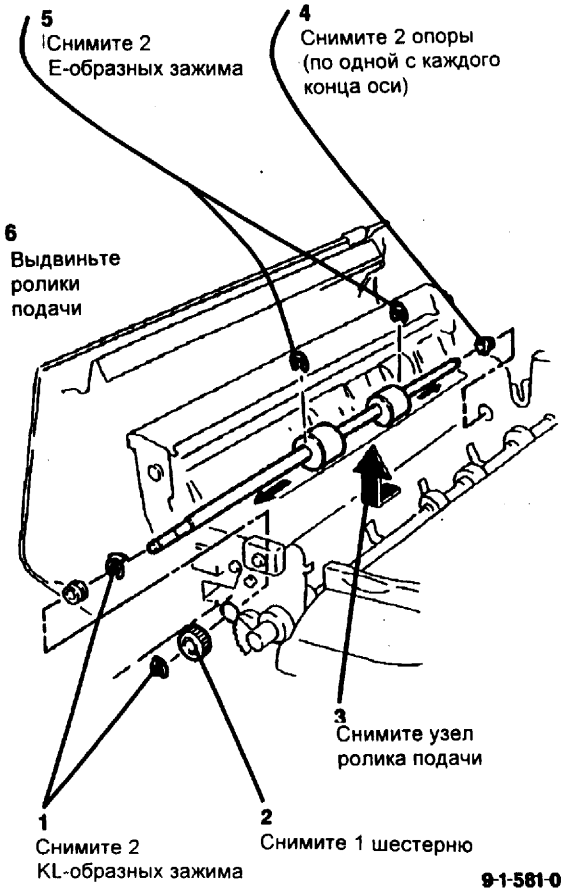

Рис. 3 Снятие ролика подачи
3. Рис. 3) Снимите узел ролика подачи.